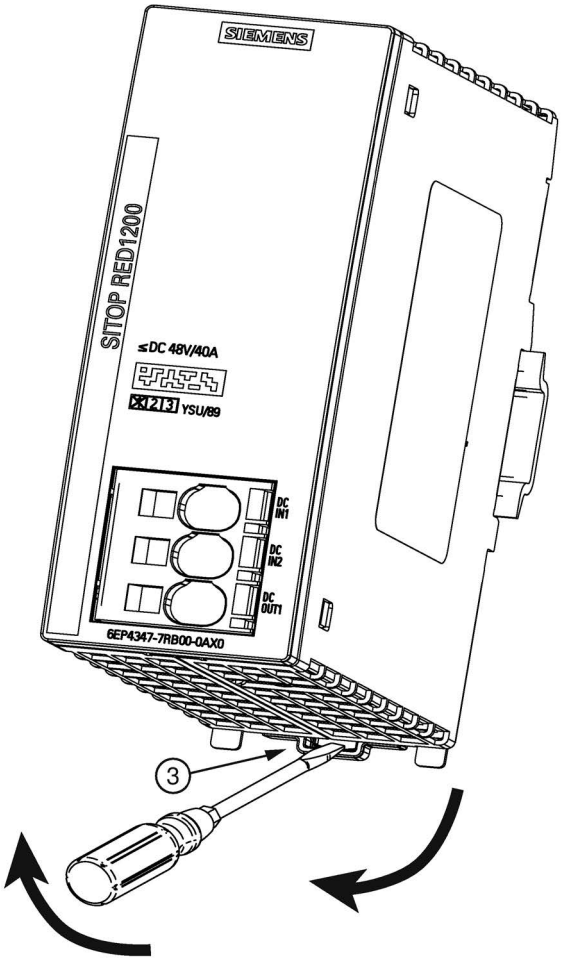

图 3-1 安装/拆卸
拆卸时利用螺丝刀拨开滑块 ③，将设备从凹顶导轨的下边缘松开（参见 图 3-1 安装/拆卸 (页 40)）。接着可以将设备从凹顶导轨的上边缘取下。